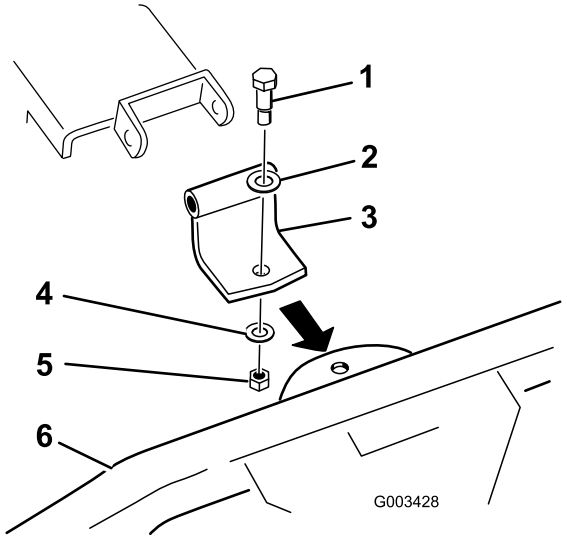

Figuur 3
- Gebruik de gebogen draaibeugel zoals weergegeven in Figuur 3, als de beugel aan het eind van de tandhark omhoog wijst.